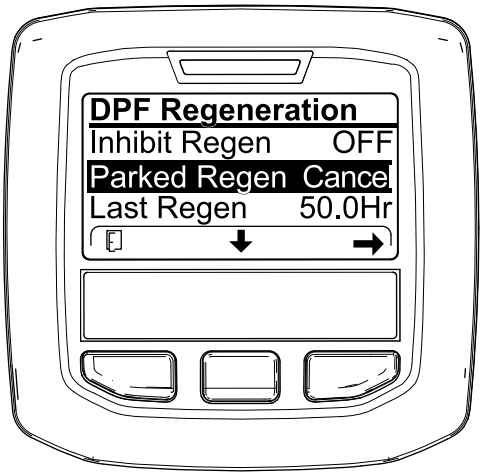
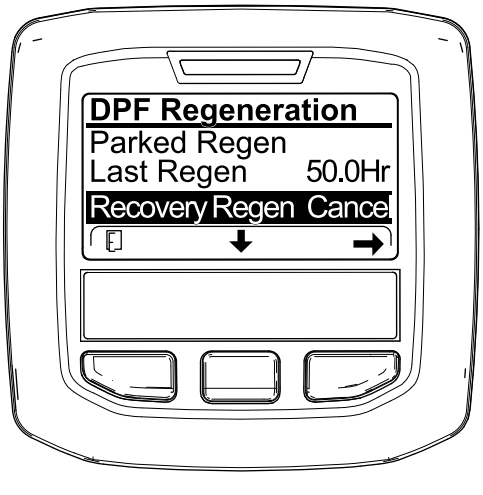

Rysunek 65
Rysunek 66
1. Otwórz menu regeneracji DPF (Rysunek 65).
2. Naciśnij środkowy przycisk i przewiń do opcji ANULUJ REGENERACJĘ W TRYBIE ZAPARKOWANYM (Rysunek 65) lub ANULUJ REGENERACJĘ ODZYSKOWĄ (Rysunek 66).
3. Naciśnij przycisk „w prawo”, aby wybrać wpis Anuluj regenerację (Rysunek 65 lub Rysunek 66).